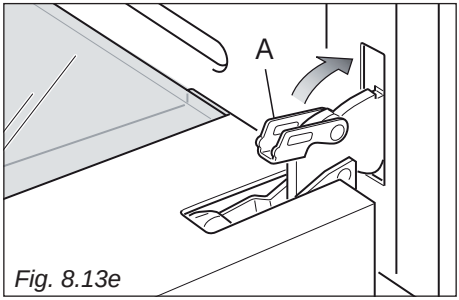

Fig. 8.13e
- Unlock the oven door by opening it completely and closing the lever "**A**" on the left and right hinges (fig. 8.13e).